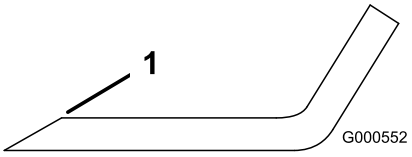
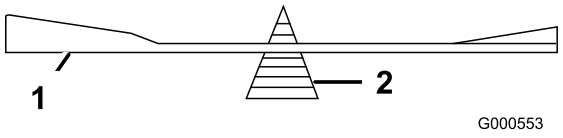

**Figur 55**
**Figur 56**
1. Bruk en fil til å slipe eggen i begge ender av kniven (Figur 55). Opprettholden den originale vinkelen. Kniven opprettholder balansen hvis like mye materiale fjernes fra begge kniveggene.
2. Sjekk knivens balanse ved å legge den på en balanseringsinnretning (Figur 56). Hvis kniven holder seg i horisontal stilling, har riktig balanse og kan brukes. Hvis kniven ikke er i balanse, files litt av metallet på enden av vingeområdet bort (Figur 55). Fortsett med dette helt til kniven er balansert.